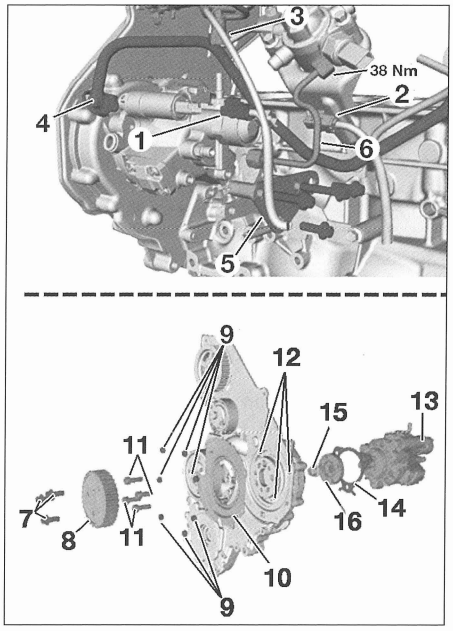

FIG. 27
- los conectores eléctricos de válvula de dosificación de combustible (1) y de regulador de presión de alimentación (2) **(fig. 27).**
- las tuberías de retorno (3), de alimentación (4) y de alta presión de bomba (6).
• Desmontar el soporte de fijación trasera (5) de la bomba.
• Aflojar los tornillos de fijación (7) de la polea (8) de bomba y desmontarla.
• Aflojar las tuercas de fijación (9) de la junta (10) de piñón de bomba de alta presión y desmontarlo.
• Desmontar los tornillos de fijación (11) del piñón de bomba de alta presión.
• Aflojar los tornillos de fijación (12) de bomba de alta presión (13) y desmontarla.